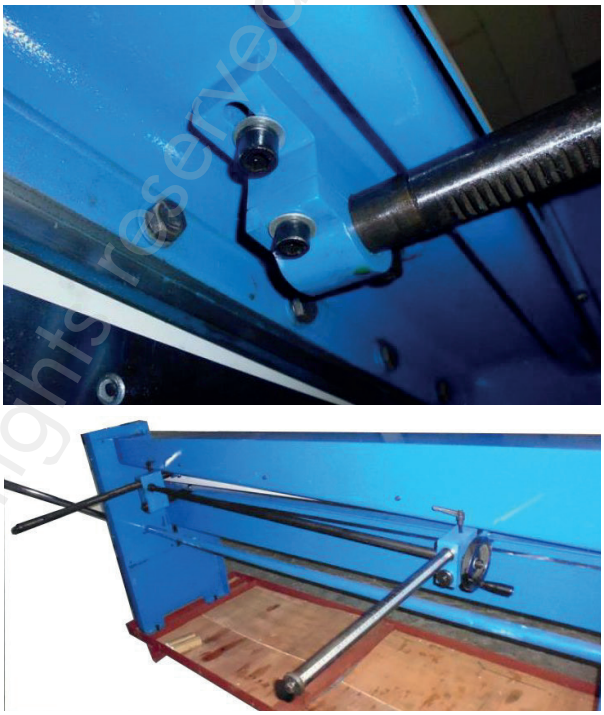

Fig. 5 Montage de la butée arrière
2. Insérez les crémaillères de la butée arrière (fig. 5) dans les supports de la traverse arrière, vissez et alignez-les sur le point zéro.